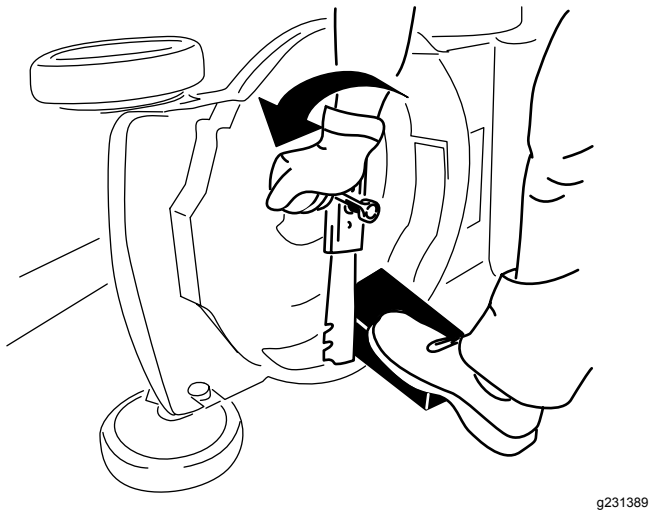

Figura 32
3. Utilice un bloque de madera para inmovilizar la cuchilla (Figura 32).
4. Retire la cuchilla, conservando todos los herrajes de montaje (Figura 32).